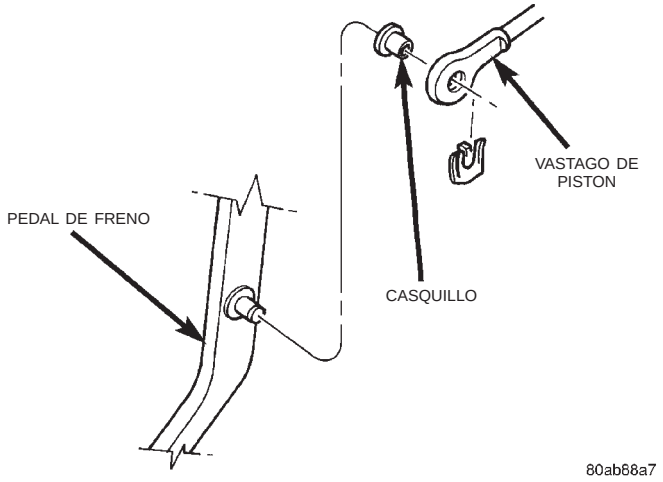

Fig. 22 Vástago de pistón del reforzador
(1) En los vehículos con volante a la derecha (RHD) retire el depósito de reserva y derrame de refrigerante. Consulte el grupo 7, Sistema de refrigeración.
(2) Retire los conductos de freno del cilindro maestro.
(3) Desconecte el cable del conmutador de presión diferencial de la válvula combinada.
(4) Retire la tuercas de instalación del soporte de la válvula combinada en los pernos espárrago del reforzador y retire la válvula.
(5) Retire las tuercas de instalación del cilindro maestro en los espárragos del reforzador y retire el cilindro.
(6) Desconecte la manguera de vacío de la válvula de retención del reforzador.
(7) Retire el protector de rodillas de debajo de la columna de dirección.
(8) Retire el collarín de retención que fija el vástago de pistón en el pedal de freno (Fig. 22).